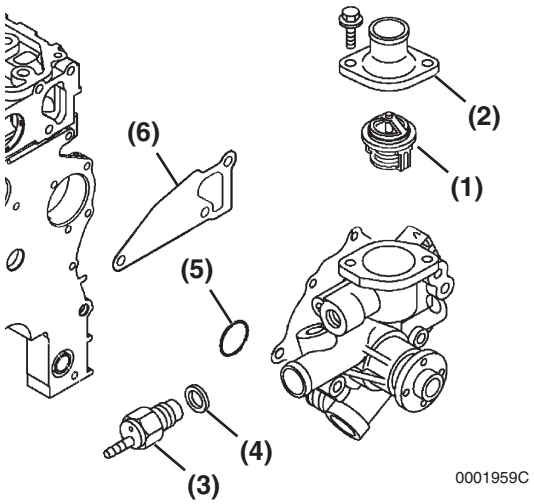

Figure 8-9
1. Reinstall the thermostat **(Figure 8-9, (1))**.
2. Reinstall the thermostat cover **(Figure 8-9, (2))**. Tighten the thermostat cover bolts.
3. Reinstall the temperature switch **(Figure 8-9, (3))** and a new gasket **(Figure 8-9, (4))**.
4. Position the engine coolant pump on the engine and install a new gasket **(Figure 8-9, (6))**. Use a new special O-ring **(Figure 8-9, (5))** on assembly between the engine coolant pump and the joint.